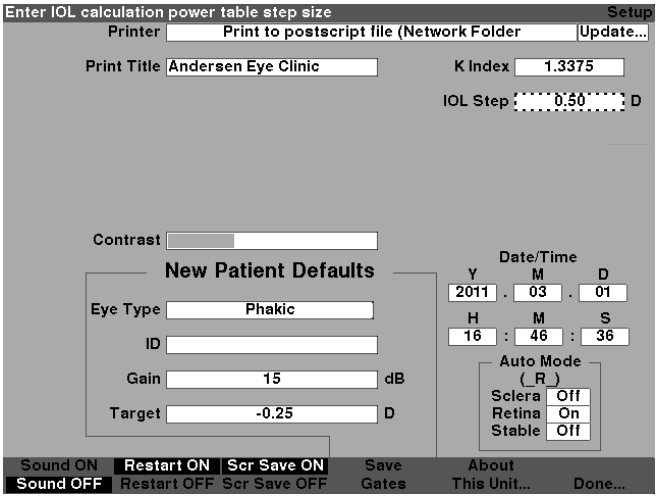

Figure 5-60 IOL Step Field Activated
2. Press the knob or the √ button, to activate the field, indicated by the dashed border as shown in figure 5-60.